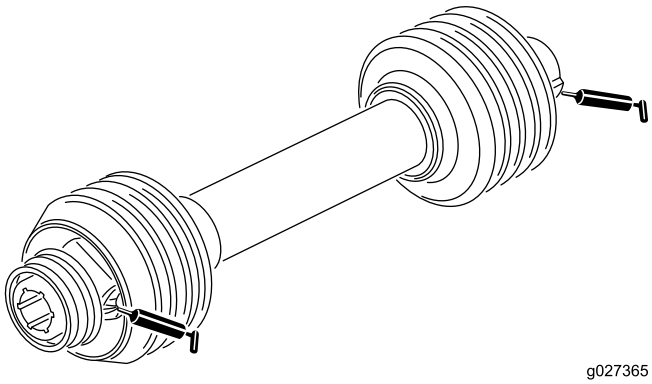

Figuur 11
2. Smeer de nippels van de aslagers van de ventilator zoals weergegeven in Figuur 11 met nr. 2 smeervet op lithiumbasis.
Smeer de 2 nippels van de aandrijfas zoals weergegeven in Figuur 11 met nr. 2 smeervet op lithiumbasis.